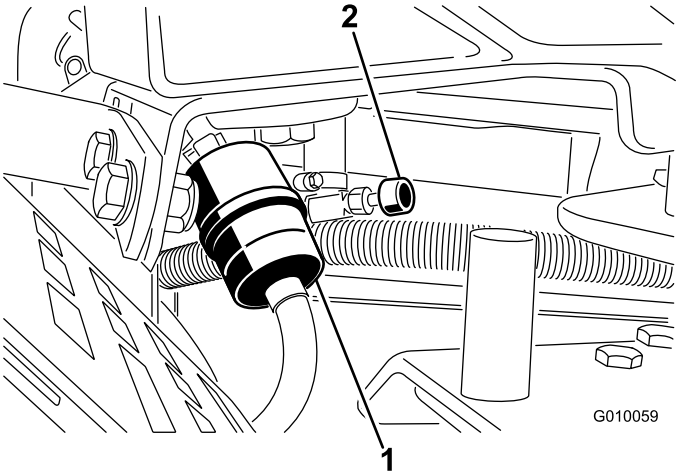

Rysunek 51
2. Zamknij zawór odcinający dopływ paliwa (Rysunek 51).
3. Ściśnij końce obejm przewodu i odsuń je od filtra (Rysunek 51).
5. Zamontuj nowy filtr i przesuń obejmy przewodu w pobliże filtra (Rysunek 51).
7. Otwórz zawór odcinający dopływ paliwa (Rysunek 51).
3. Poluzuj zacisk przewodu na filtrze paliwa i przesuń go w górę przewodu paliwowego, odsuwając go od filtra (Rysunek 51).
4. Zsuń przewód paliwowy z filtra paliwa (Rysunek 51). Otwórz zawór odcinający dopływ paliwa i poczekaj, aż benzyna spłynie do kanistra lub do miski drenażowej.
5. Zainstaluj przewód paliwowy na filtrze paliwa. Przesuń zacisk przewodu blisko filtra paliwa w celu zamocowania przewodu paliwowego (Rysunek 51).